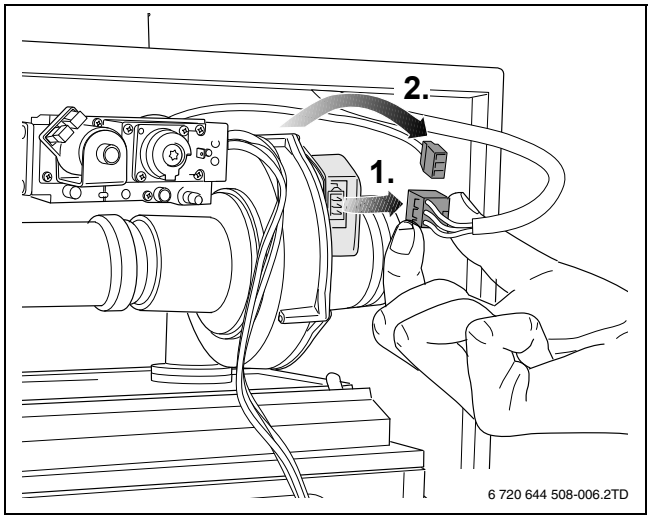

Fig. 6
- ▶ 拔下风机上的电源线 （→ 图 6， [1]，第 43 页）。
- ▶ 拔下风机上的测速电缆插头 （→ 图 6， [2]，第 43 页）。按压即可松开插头上的卡扣。